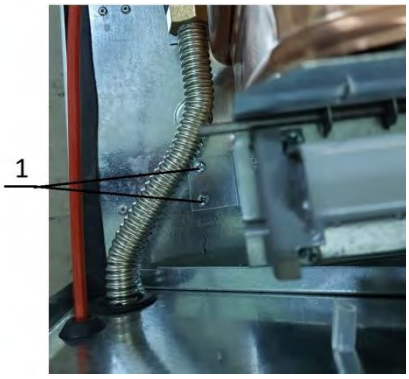

Рис. 15. Демонтаж горелки
4) отвернуть четыре самореза 1 (см. Рис. 15) крепления горелки к задней стенке аппарата (по два с каждой стороны) и снять горелку.